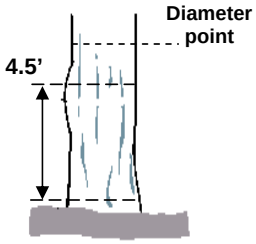
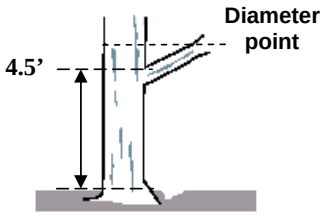
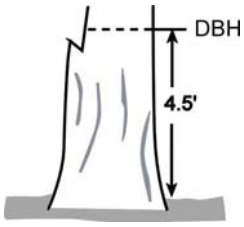

Figure 26. Tree with swelling.
Figure 27. Tree with branch.
Figure 30. Tree with part of stem missing.
3. Tree with irregularities at DBH: On trees with swellings (Figure 26), bumps, depressions, and branches (Figure 27) at DBH, diameter will be measured immediately above the irregularity at the place it ceases to affect normal stem form.
8. Missing wood or bark. Do not reconstruct the DBH of a tree that is missing wood or bark or at the point of measurement. Record the diameter, to the nearest 0.1 inch, of the wood and bark that is still attached to the tree (Figure 30). If a tree has a localized abnormality (gouge, depression, etc.) at the point of point of DBH, apply the procedure described for trees with irregularities at DBH (Figure 26 and 27).